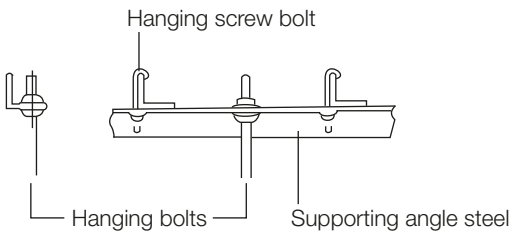

Fig. 4.9
Install and use the supporting steel angle. *(See Fig. 4.9)*
8. Mount the indoor unit onto the hanging screw bolts with a block. Position the indoor unit flat using a level indicator to prevent leaks. *(See Fig. 4.9)*